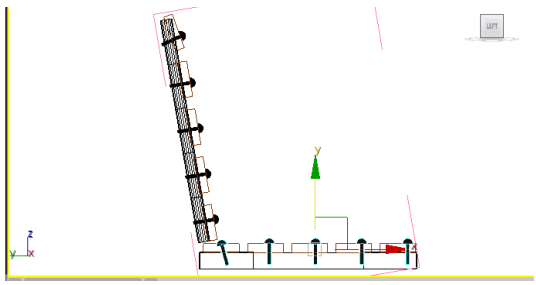

Figure 2-94 *Alignment of right side seat rivets in the Left viewport*
9. Choose the **Select and Move** tool. Now, move the cursor over the vertical axis and then drag the mouse downward to align *right side seat rivets* with *horizontal seat support*, as shown in Figure 2-94.